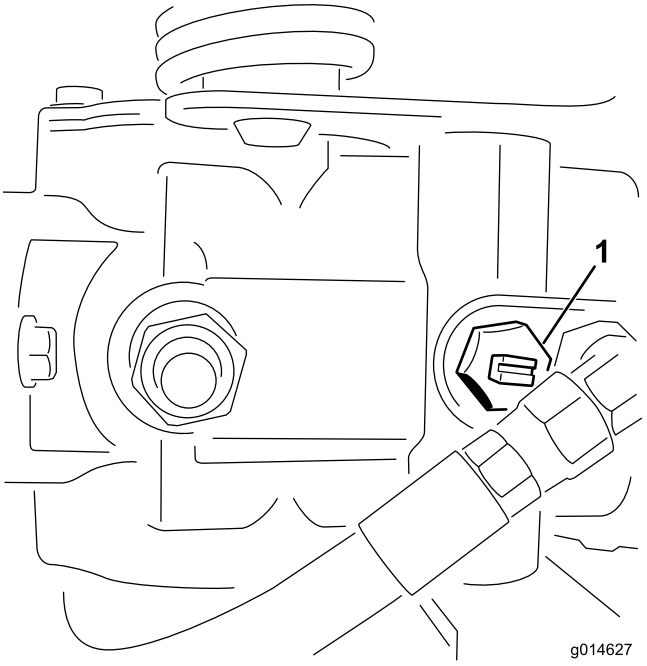

Figur 39
1. Lokalisera överströmningsventilen på pumpen och vrid den så att skåran är lodrät (Figur 39).
2. Stäng överströmningsventilen genom att vrida den så att skåran är vågrät (Figur 39) innan du startar motorn. Starta inte motorn när ventilen är öppen.